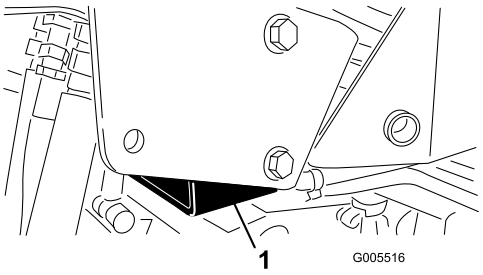

Figuur 34
- Rechts-onder de steunbeugel van de omkantelbeveiliging (Figuur 34)